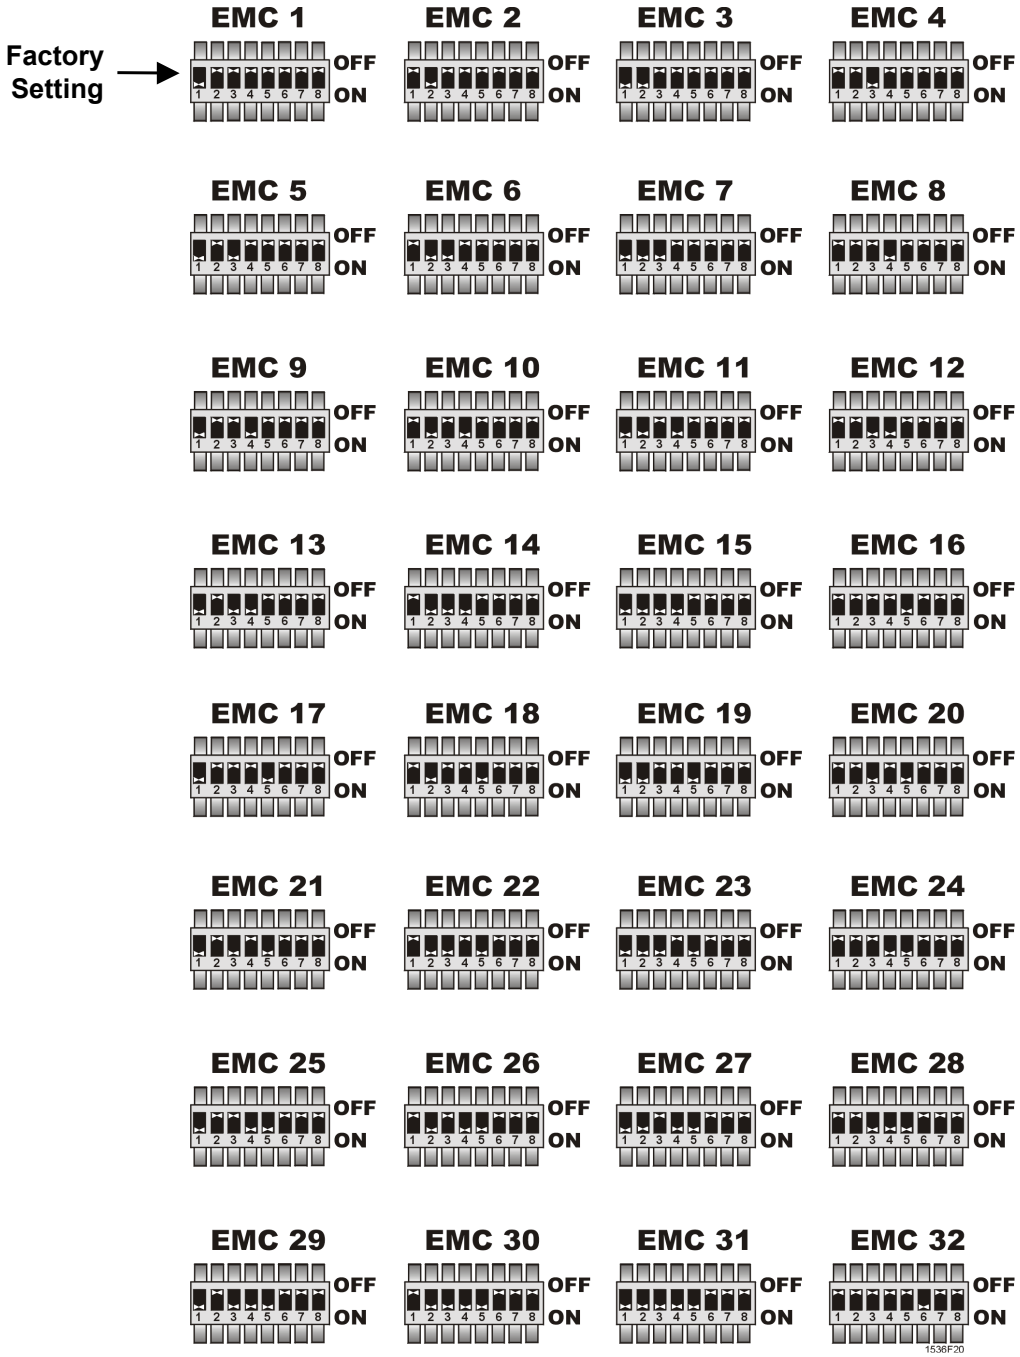

Figure 26: EMC Dip Switches
- ❒ Verify that all EMCs have unique address DIP switch settings and that all are sequentially numbered; refer to Figure 26 on page 26.